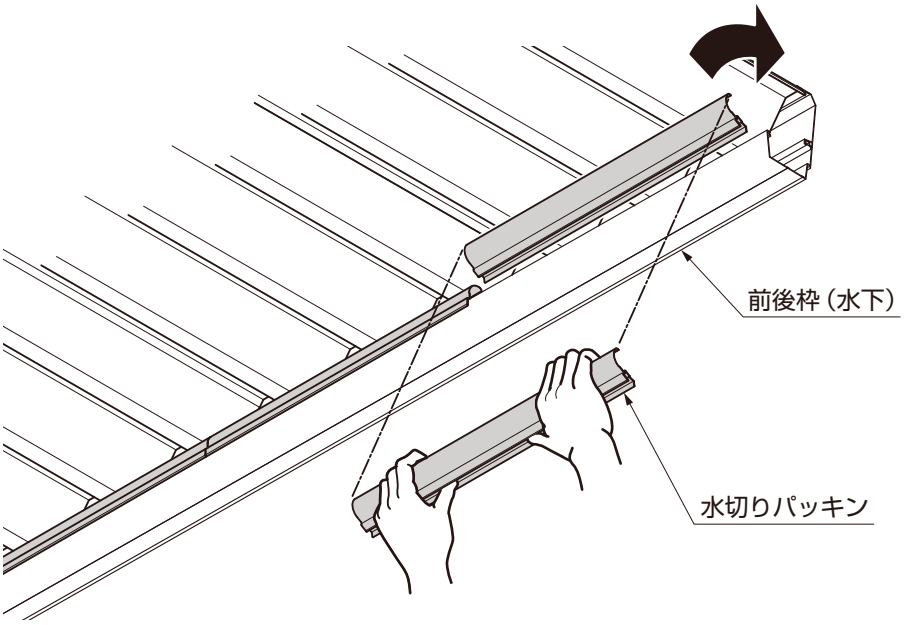

図12-1
①水切りパッキンを前後枠（水下）に、図12-1のようにかぶせ、回転させながらはめ込んでください。